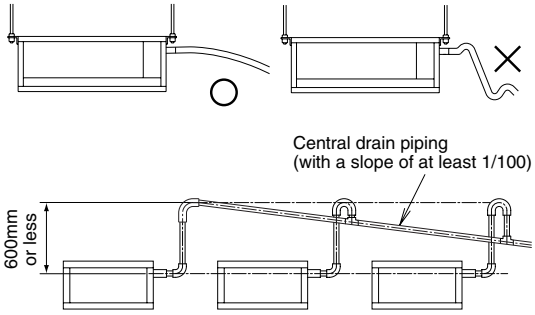

Fig. 10
- Keep the drain piping short and sloping downwards at a gradient of at least 1/100 to prevent air pockets from forming. **(Refer to Fig. 10)**
- If you are using central drain piping, follow the procedure outlined in the figure 10.
(2) After piping work is finished, check drainage flows smoothly, with manner described below.